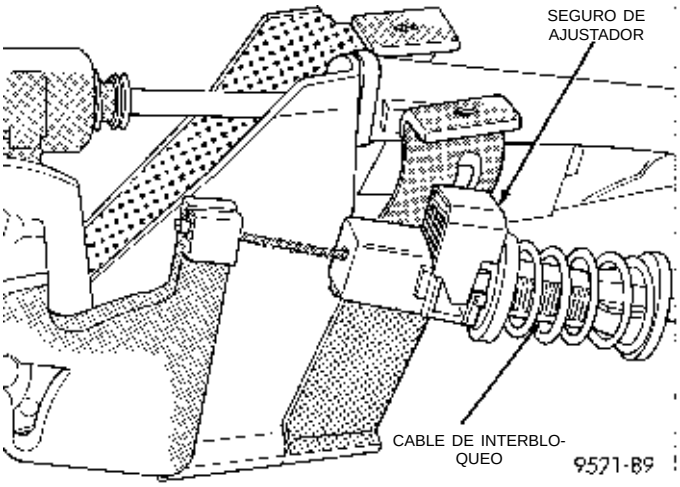

Fig. 209 Seguro de ajustador de cable de interbloqueo
(8) Verifique que la oreja del cable de interbloqueo esté completamente asentada dentro de la palanca de interbloqueo del cambiador.
(9) Compruebe que el interruptor de encendido continúa en la posición LOCK o ACCESSORY.
(10) Con un movimiento de palanca hacia arriba, suelte el seguro del ajustador del cable de interbloqueo de cambiador/encendido (Fig. 209).